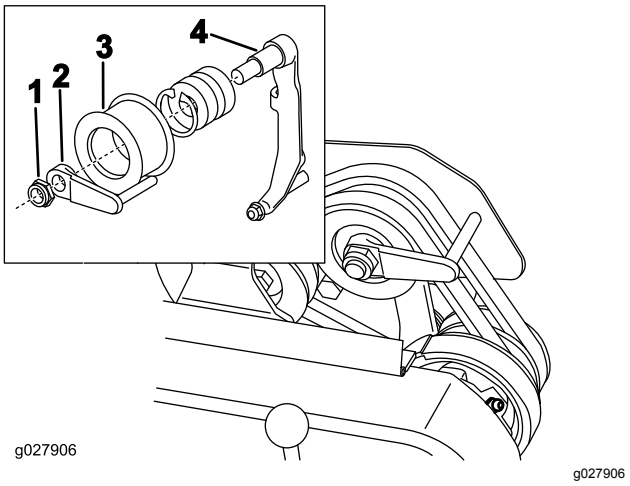

Figuur 47
8. Om de machine gemakkelijker te duwen of te slepen zonder de motor te starten, moet u de riemgeleider als volgt afstellen (Figuur 47, inzet)